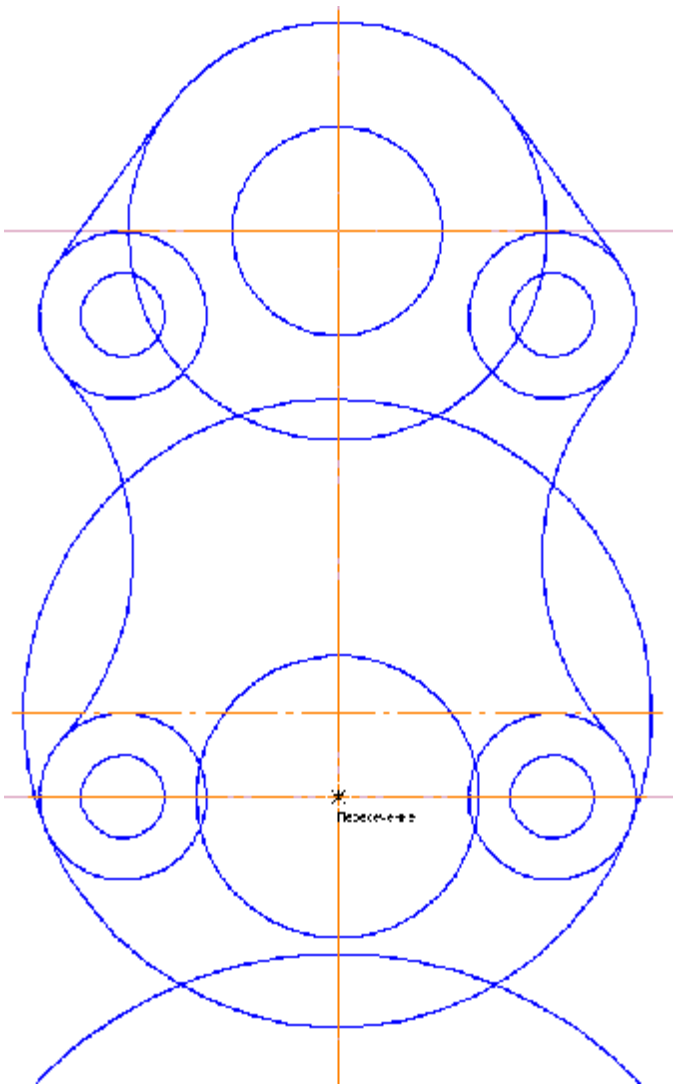

Рисунок 4.14– Побудова кола діаметром 54 мм.
23) Надалі будуємо коло з діаметром 54 мм за допомогою команди *Коло*. Центр кола вказуємо у точці перетину середньої вертикальної допоміжної прямої та горизонтальної допоміжної прямої, яка проходить через центри кіл у нижній частині прокладки (прив'язка *Перетин* рис. 4.14).